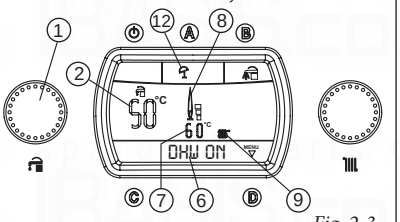

Fig. 2-3
During the heating of the domestic hot water 'DHW ON' appears on the status display (item 6) and at the same time as the burner lights the flame presence display switches on (item 8) together with the output scale next to it. The displays (items 7 and 9) indicate the instantaneous outlet temperature from the primary heat exchanger. As shown in Fig. 2-3.